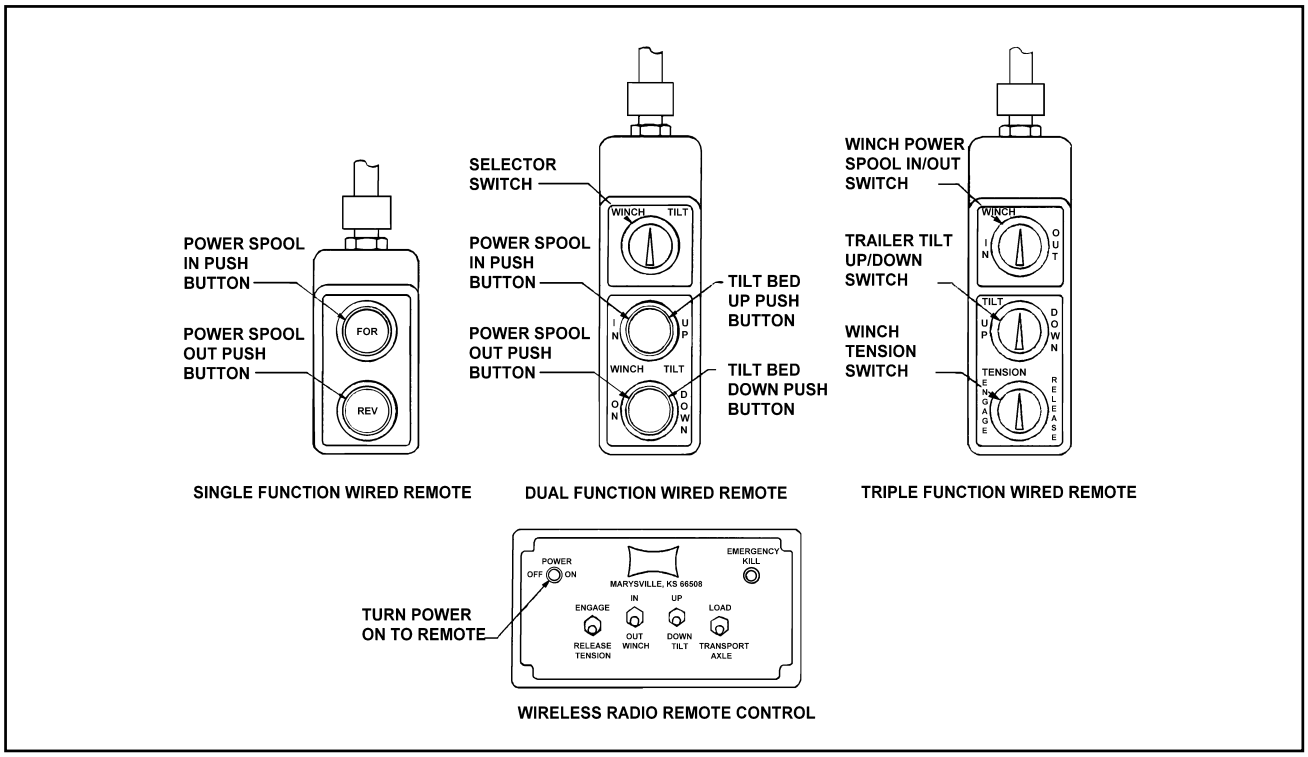

**Figure 3-8 Remote Controls**
**3-18.1** The wired remote control plugs into an electrical receptacle usually located by the Hydraulic Control Panel. Optional receptacle locations are on the rear street side or both rear street and rear curb sides. The wired remote is available as a single, dual, or triple function. **(See Figure 3-8).**